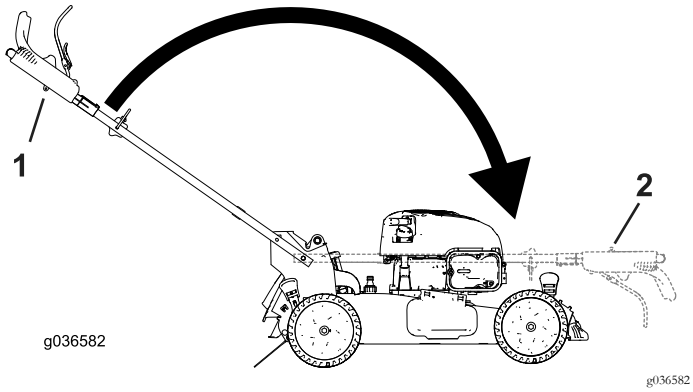

Figuur 30
2. Verwijder de handgreep door deze naar voren te draaien (Figuur 30).